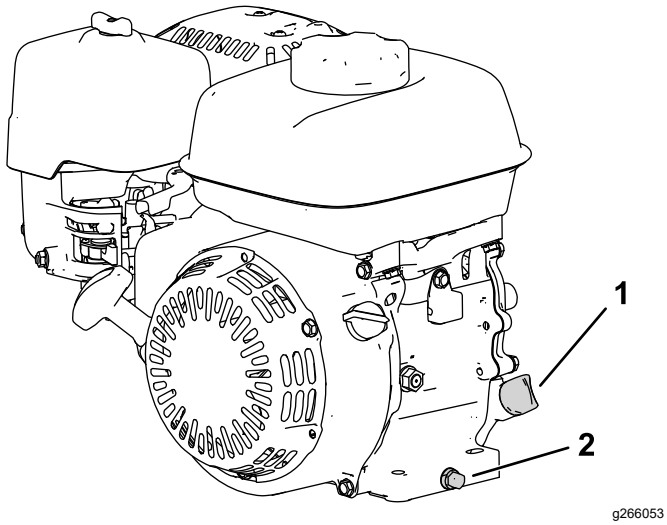

Figur 29
2. Placera maskinen så att motorn står jämnt och rengör området runt oljepåfyllningsröret (Figur 29).
3. Avlägsna avtappningspluggen, brickan och oljestickan (Figur 29).